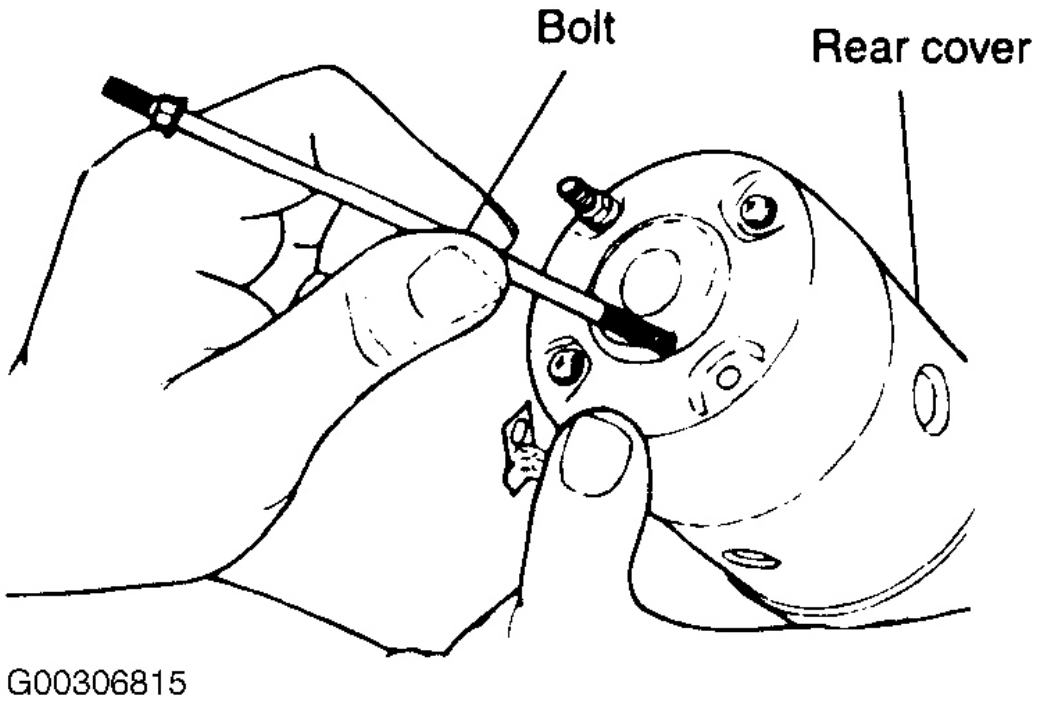

Fig. 17: Extracción de los pernos de la cubierta trasera
6. Retirar los pernos de cubierta posterior. conjunto de motor independiente de la carcasa del lado de accionamiento. También separar conjunto de motor del conjunto de engranaje planetario, si está presente. Ver **La Fig. 17** . _____
10. Coloque los tornillos en la cubierta trasera y apriete. Ver **La Fig. 17** . Ver **ESPECIFICACIONES DE PAR** .